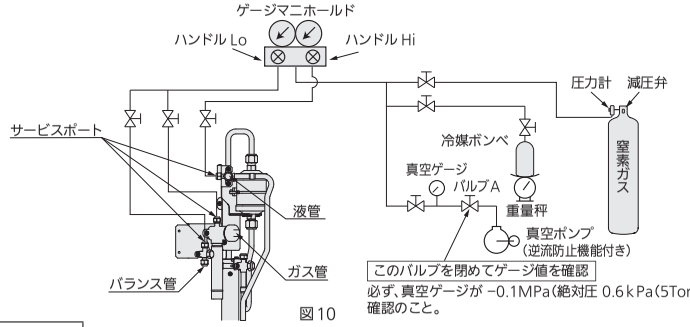

図10
- ガス管、液管、バランス管のサービスポートに窒素ガス、真空ポンプ等を接続してください。（図10）
2）ガス管、液管、バランス管のサービスポートに真空ポンプ、真空ゲージを接続してください。（図10）